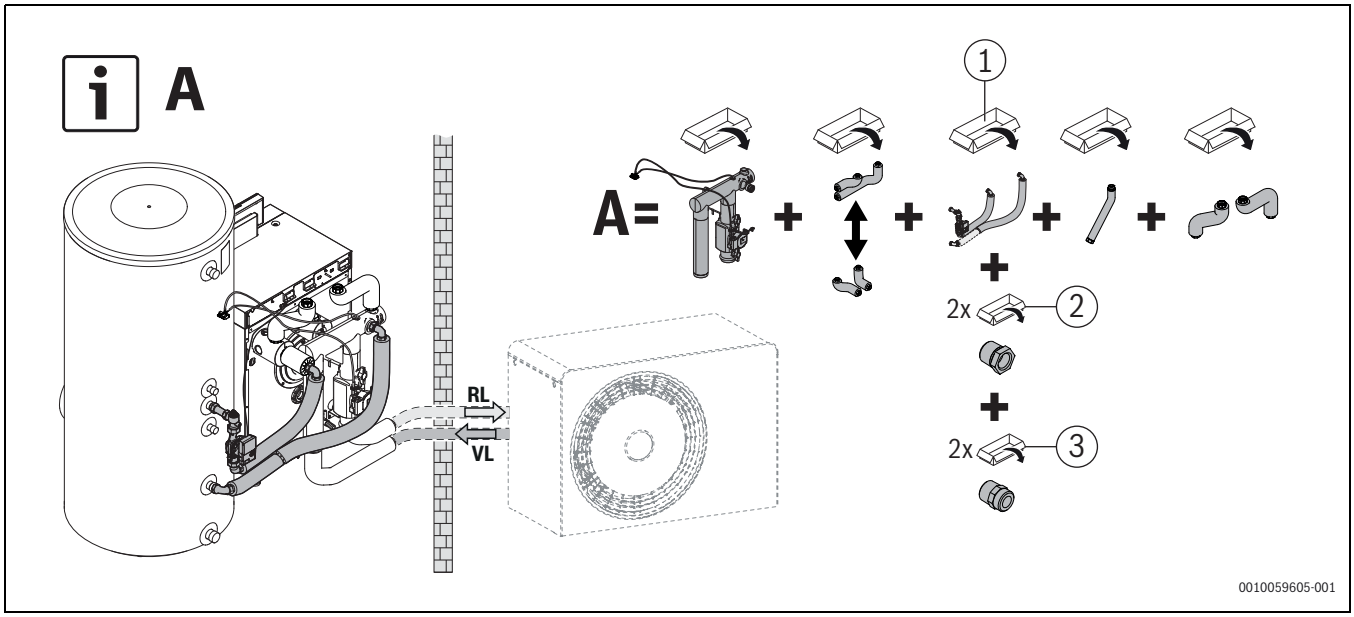
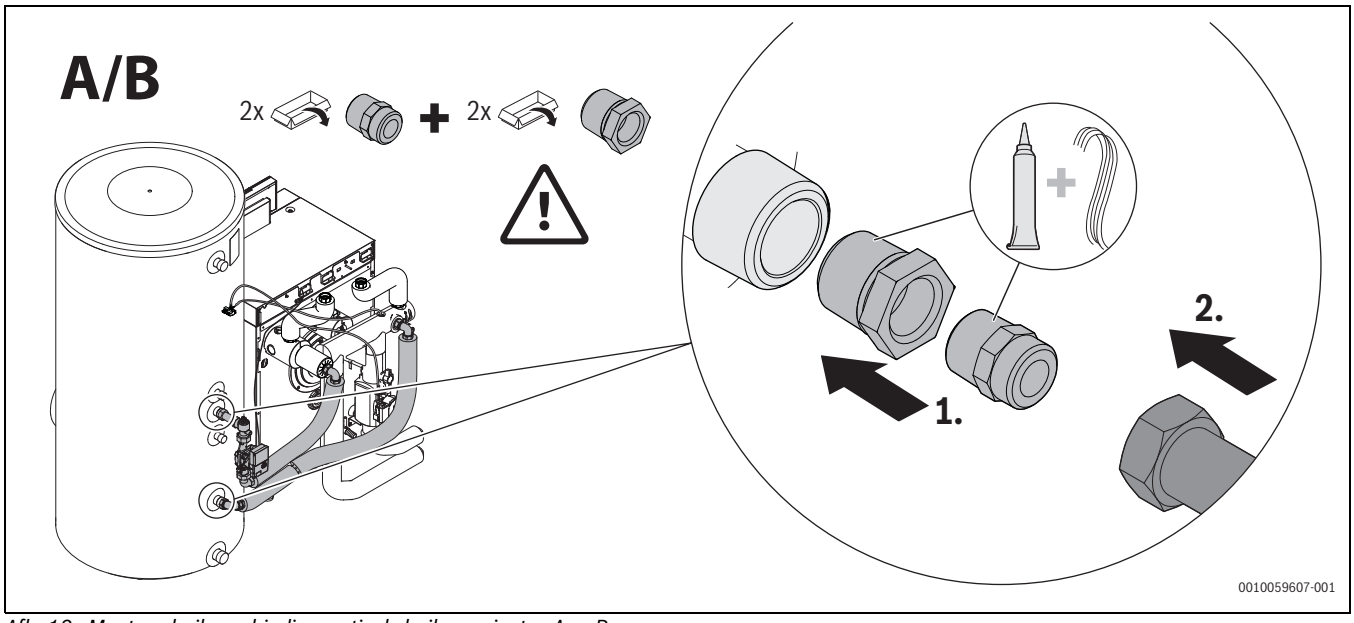

Afb. 10 Boilerverbinding verticale boiler rechts, variant A, als voorbeeld weergegeven voor ketelgrootte 15 kW
Afb. 12 Montage boilerverbinding verticale boiler, varianten A en B
- Leidinggroep conform de toe te passen varianten (→afb. 10 – afb. 12) monteren (→afzonderlijke installatiehandleiding van de boilerverbindingsset aanhouden); **varianten A, B**.